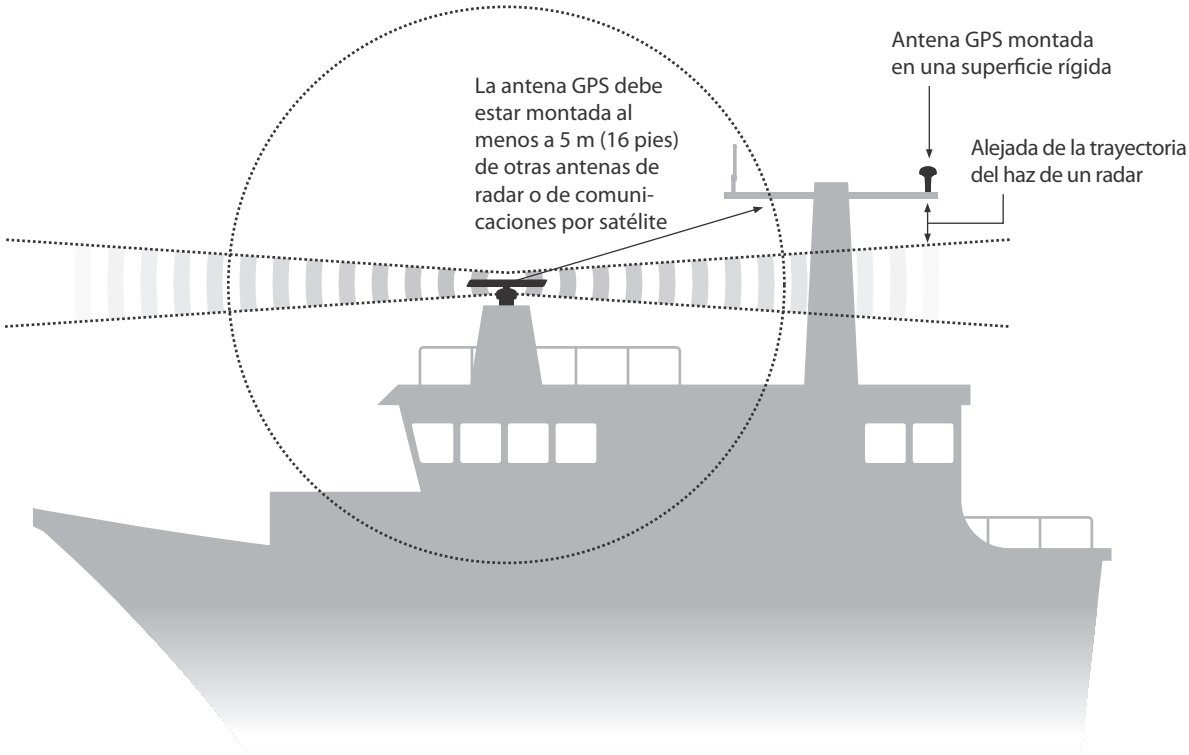

Ilustración 39 Ubicación de la antena de GPS
- La antena de GPS debe montarse lo más alto posible; sin embargo, no es recomendable montar la antena en la parte superior de un mástil alto, donde el movimiento de la embarcación provocará que la antena se balancee y reducirá potencialmente la precisión de la posición de GPS. Consulte la Ilustración 39 para que le sirva de orientación.